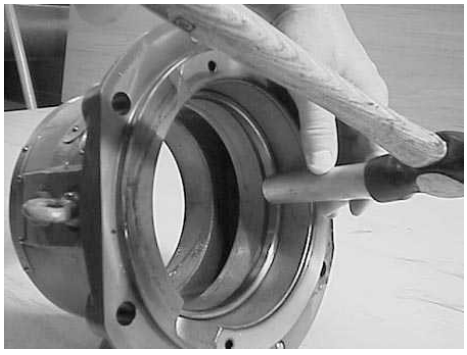

Fig. 42
8.12 If required insert a new Bump Ring (43.44) to the Coupling Housing (43.43) by gently tapping into place using a soft drift. - **Fig. 42**